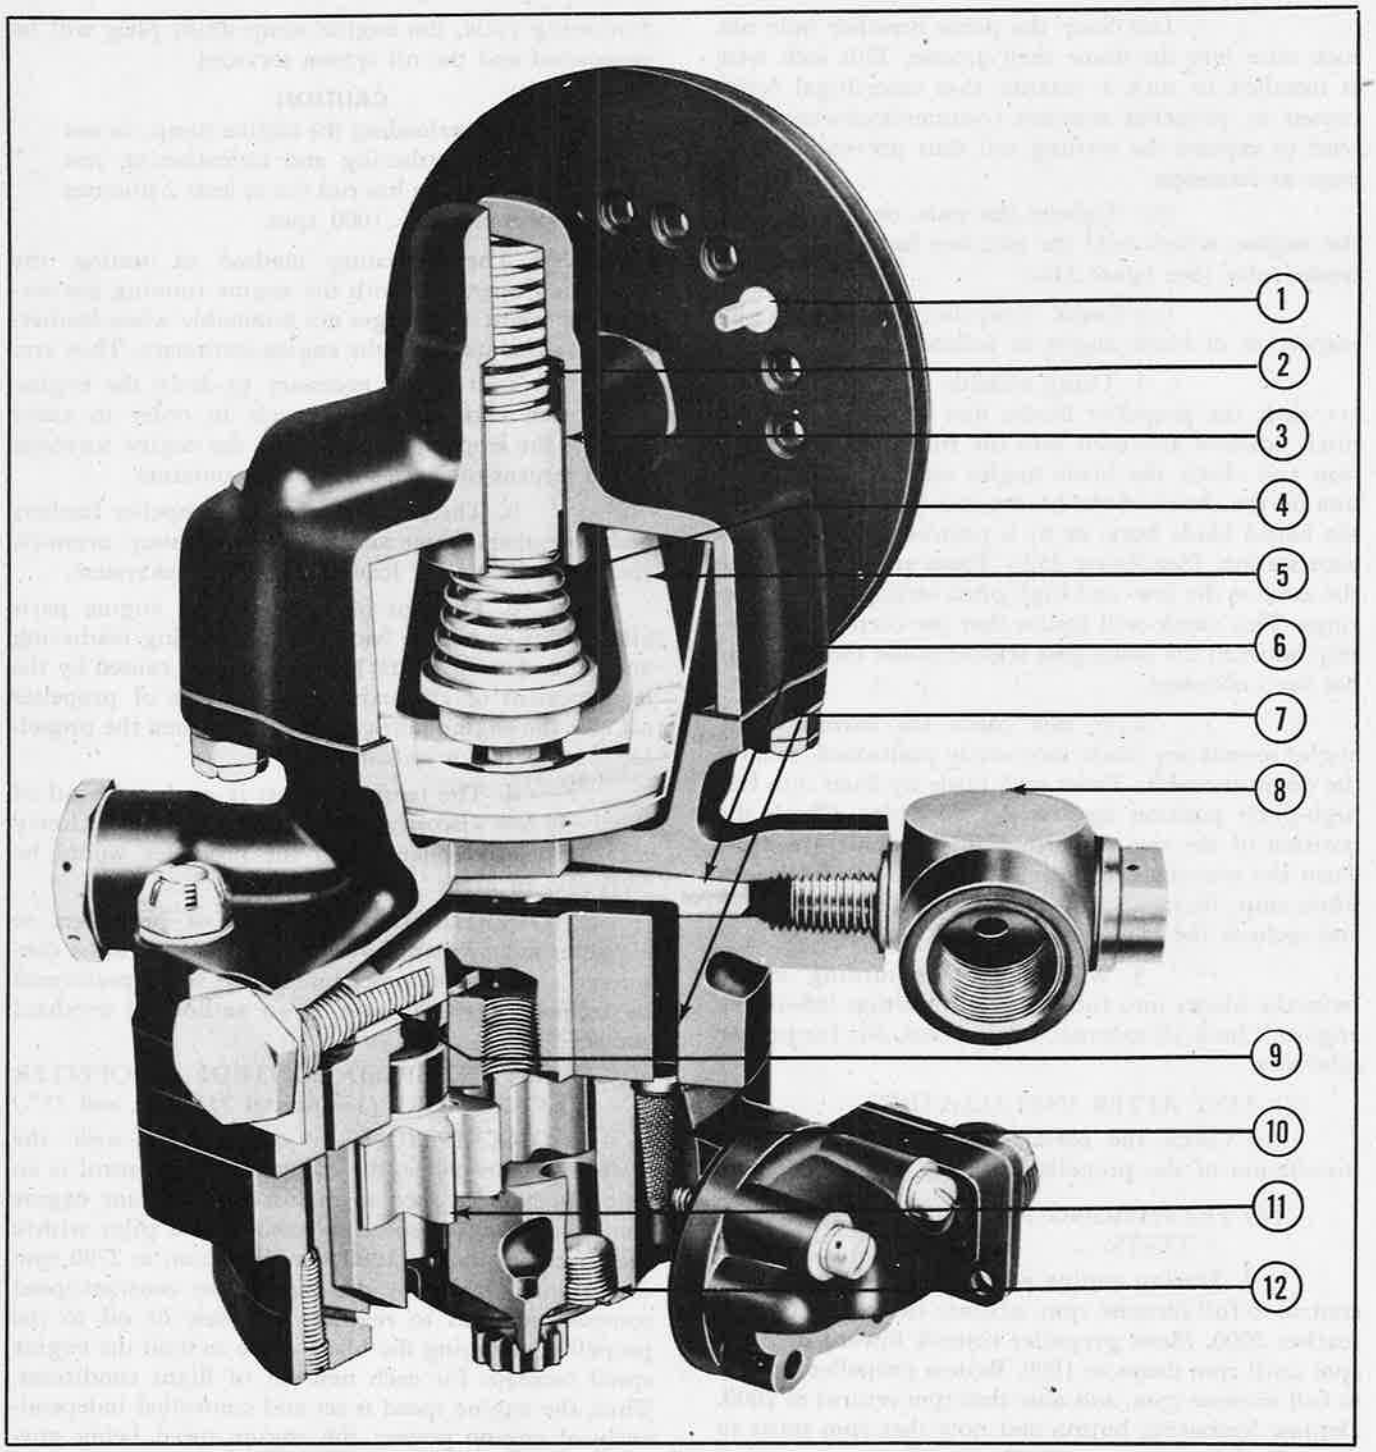
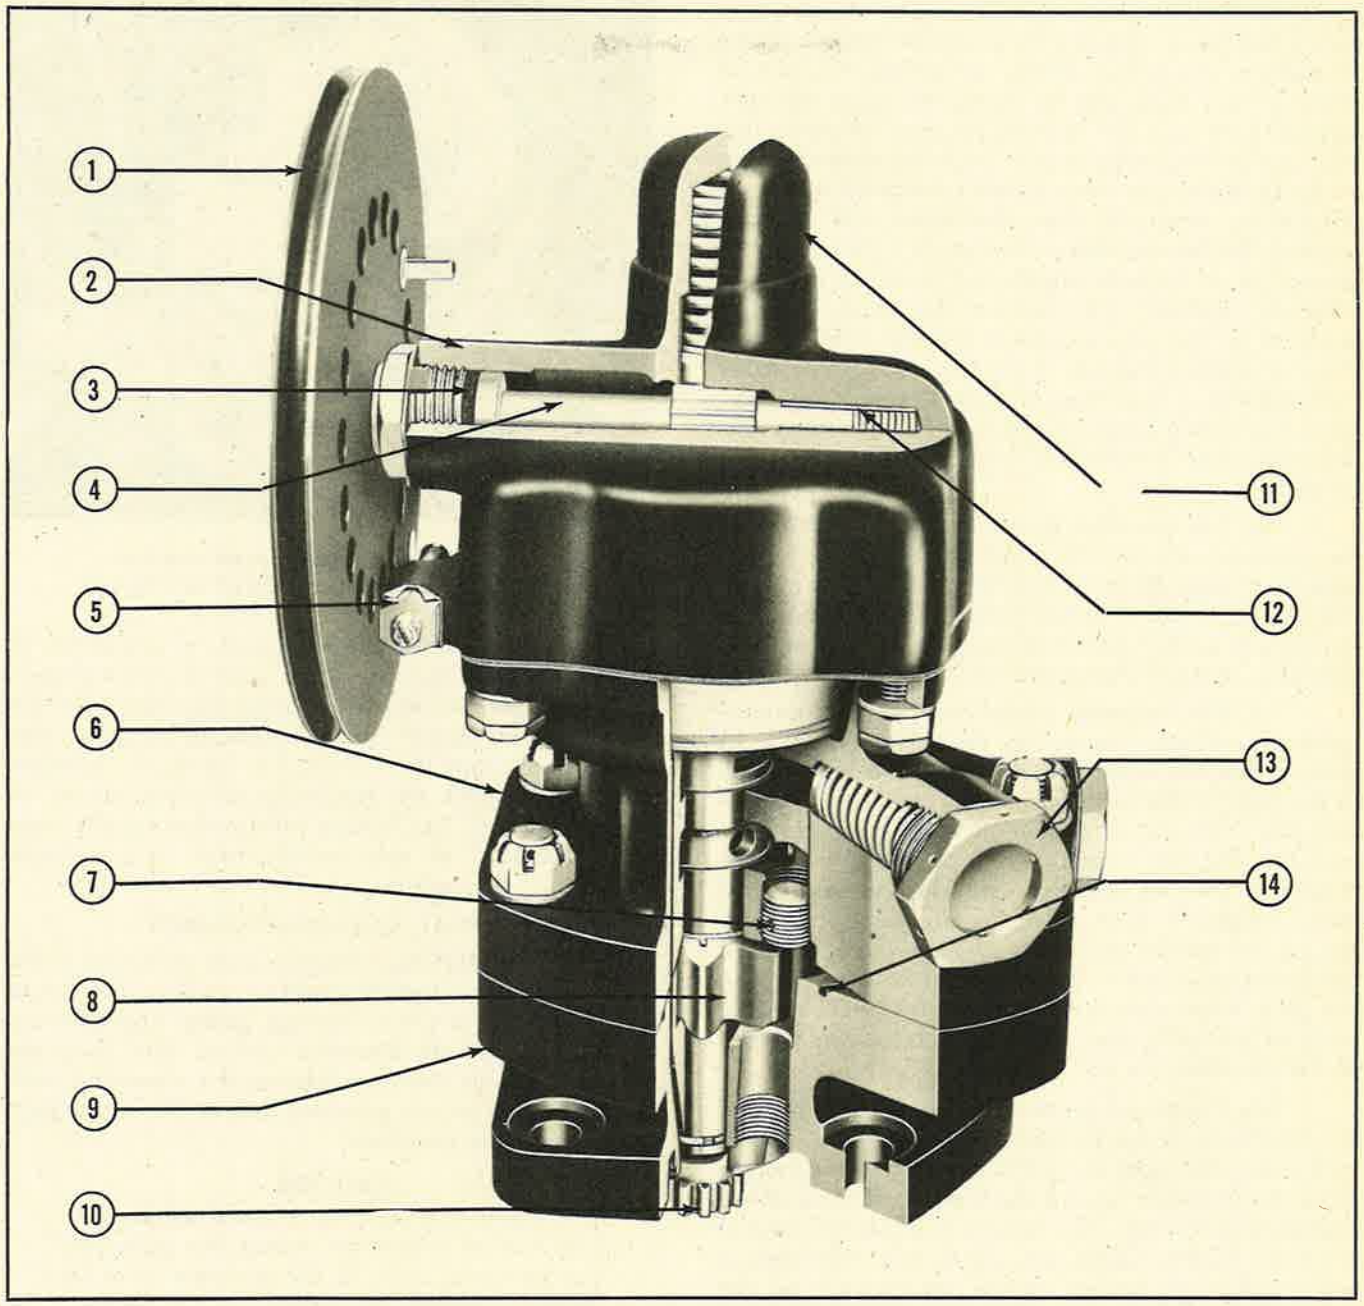
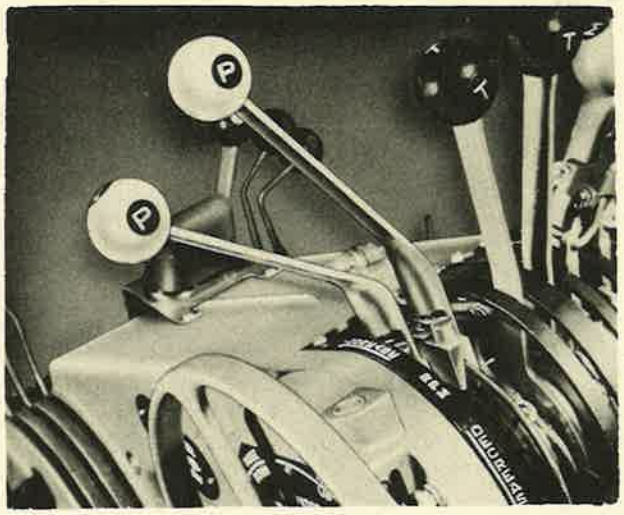

Figure 255—Cutaway View (Front) Constant-Speed Control
Figure 256—Cutaway View (Rear) Constant-Speed Control
Figure 258—Constant-Speed Control (Propeller Governor) Levers
c. CONSTANT-SPEED CONTROL (PROPELLER GOVERNOR). *(See figures 255, 256, and 257.)*
(1) DESCRIPTION.—In conjunction with the hydromatic propeller, the constant-speed control is an automatic device used to maintain a constant engine rpm at any engine speed selected by the pilot within the governing range (1200 rpm minimum to 2700 rpm maximum). Driven by the engine, the constant-speed control functions to regulate the flow of oil to the propeller, changing the blade angle to hold the engine speed constant for each new set of flight conditions. Thus, the engine speed is set and controlled independently of engine power; the engine speed being governed by the constant-speed control, while engine power is governed by the throttle. With the hydromatic propeller, the constant-speed control will permit the engine to develop any selected power at any selected engine speed. The engine power and speed will be maintained until the throttle and the propeller governor control lever are readjusted to a new operating rpm.
(a) A Hamilton Standard constant-speed control (propeller governor) is mounted on the propeller governor pad of the front (nose) section of the engine. (See figures 255, 256, and 257.) This unit is a hydro-
by an internal low rpm adjusting screw. A high rpm pulley stop screw (figure 255) is installed in one of the 18 holes in the pulley. When the pulley is caused to rotate toward high rpm by manipulation of the rpm control lever and the interconnecting linkages, this stop comes in contact with a high adjustment screw which is installed in a boss on the governor head, determining the maximum rpm. (See figure 256.) Adjustment of the two governors, to control rpm of the engines, is made from the engine rpm controls (propeller governor controls) installed on the forward upper structure of the pilot's control pedestal (figure 258). The controls are marked: in the extreme rear position, "DECREASE" (signifying minimum rpm or constant-speed high-pitch limit range); and in the extreme forward position, "INCREASE" (high rpm or low-pitch range).
(b) Set the constant-speed governor control lever (figure 258) in the pilot's compartment to the "INCREASE" (maximum rpm, low-pitch) position, and then start the engine and warm it up in accordance with the engine operating instructions. When the engine is started, the forward end of the propeller dome cylinder will fill with engine oil at normal engine-pump pressure. This pressure, in conjunction with the blade centrifugal twisting moment, will hold the blades against the low-pitch stops. With the propeller blades in full low pitch, and the actual engine rpm lower than that for which the propeller governor is set, the engine rpm will vary directly with engine horsepower output.